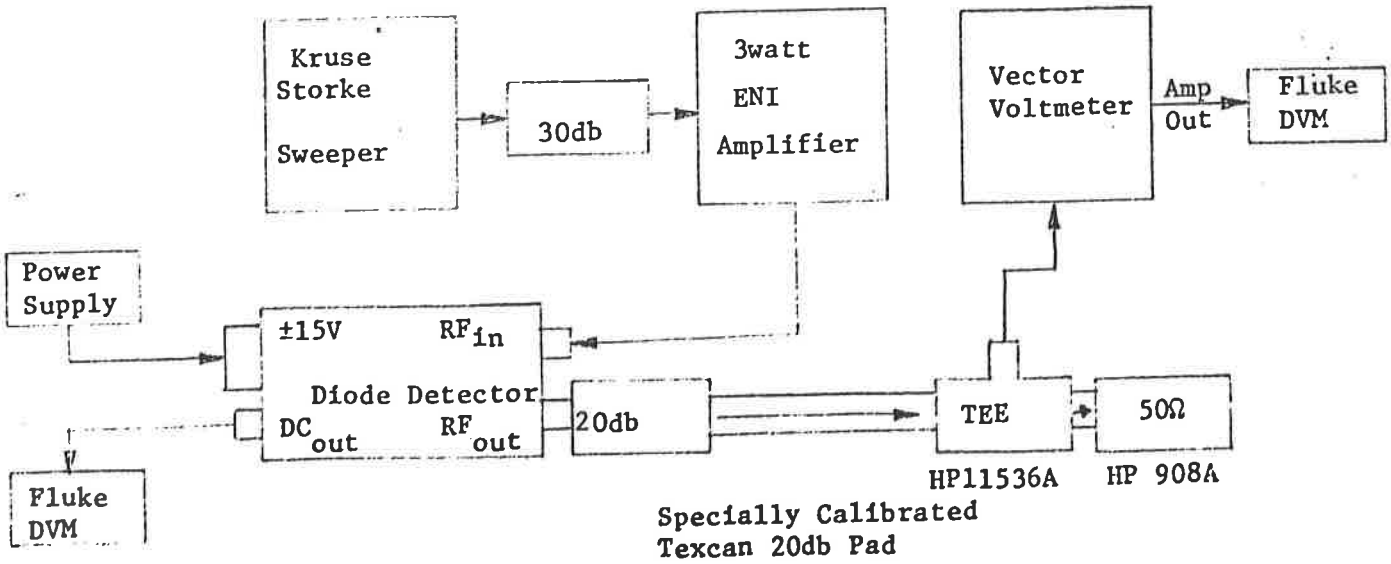

FIGURE 1
B. Connect setup as shown in figure 1.